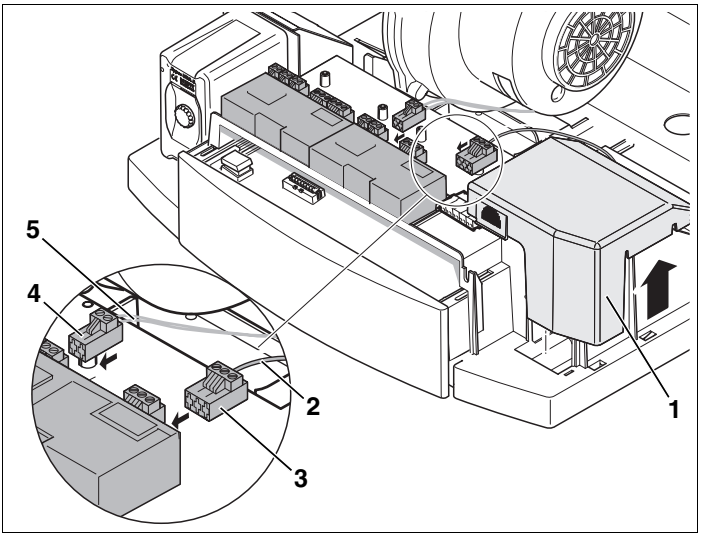

Rys. 3 Wykonanie przyłącza elektrycznego
- Zdjąć pokrywę skrzynki przyłączowej (rys. 3, **poz. 1**).
- Przewód sieciowy (rys. 3, **poz. 2**) oraz przewód magistrali danych (rys. 3, **poz. 5**) z wiązki kablowej kotła grzewczego osadzić stabilnie w zacisku (rys. 3, **poz. 3** lub **4**) modułu funkcyjnego.
- Pozostałe komponenty połączyć z zaciskami (rys. 3, **poz. 3** lub **4**) modułu funkcyjnego zgodnie ze schematem montażowym.